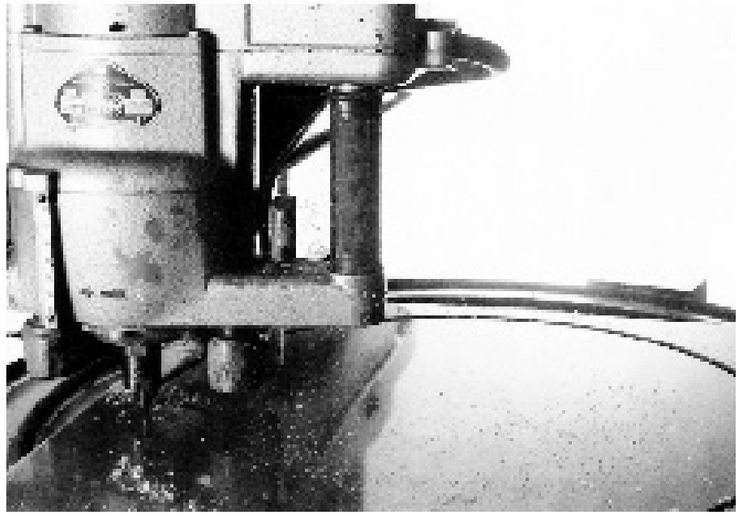

Fig. 18 : Fraise-taraud
- Fraises-taraud (Fig. 18) dans une fraiseuse ou une machine similaire avec disque de serrage pivotant.